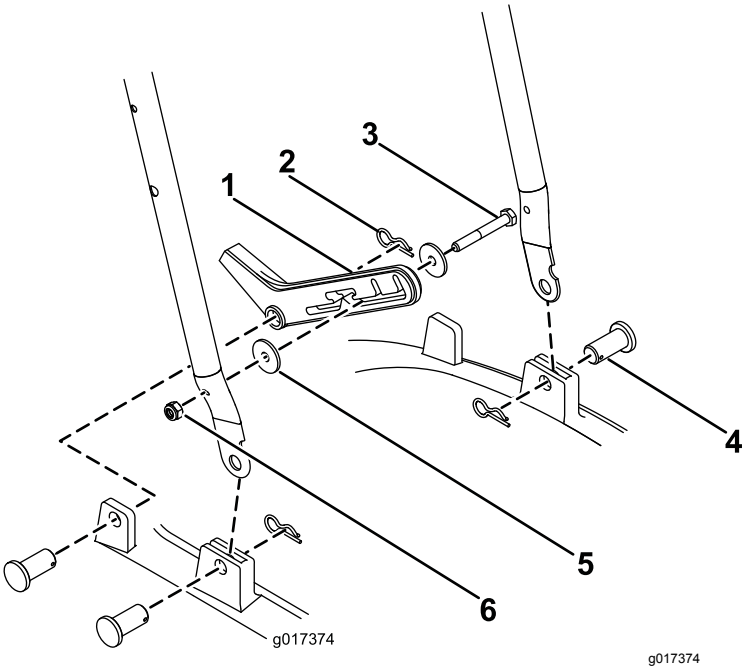

Figur 3
1. Skjut in det lägre handtaget i ramen (Figur 3).
2. Fäst varje sida med en fästpinne och en hårnålssprint (Figur 3).
3. Fäst fotstödet på höger sida av det lägre handtaget med en M6-skruv, M6-mutter och två (2) brickor (Figur 3).
4. Fäst fotstödet på ramen med en fästpinne och en hårnålssprint (Figur 3).